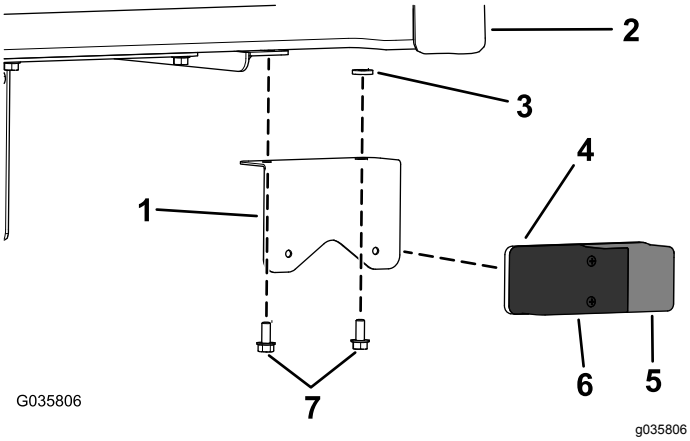

Bild 1
2. Montieren Sie die hintere Brems-/Blinkleuchte an der Unterseite der Ladepritsche und der Ladepritschenstütze mittels der Halterung, zwei Sechskantschrauben (5/16“ x 3/4“) und zwei Distanzstücken (5/16“), wie in Bild 1 dargestellt.
Hinweis: Stellen Sie sicher, dass die rote Linse (Bremslichter) innen und die gelben Linsen (Blinker) nach außen gerichtet sind (Bild 1).